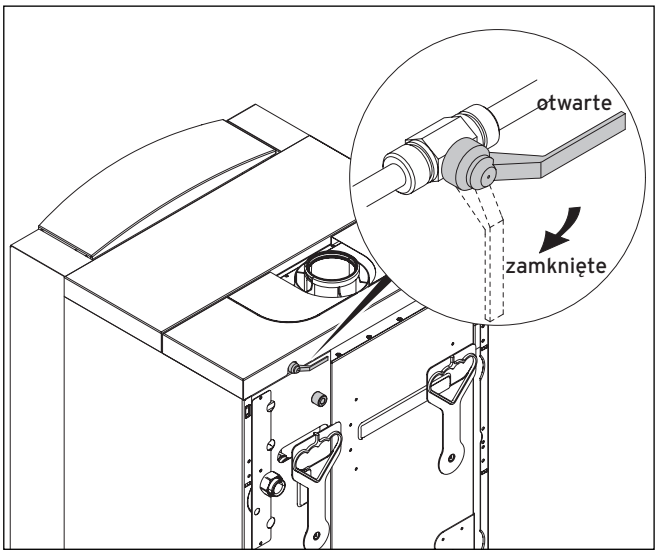

Rys. 6.1 Otwieranie zaworu do napełniania
- Nastawić, jeżeli to jest potrzebne, odpowiednią wartość gazów odlotowych obracając śrubę (**4**) (patrz rys. 6.1).